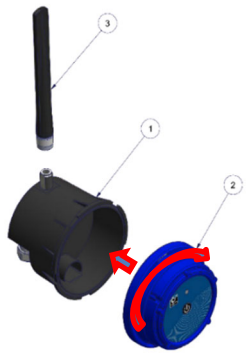

Figure 3 Assemblage corps (1) & tête (2)
2. Insérez la carte SIM dans le socle (si présente) (B).
4. Fermez le corps (**1**) en tournant la tête (**2**), voir Figure 3 ci-dessous. **Aucun effort ne doit apparaître !** Si les deux parties du boîtier ne s'emboitent pas correctement, assurez-vous qu'il n'y a pas de fils pincés ou de débris présents.